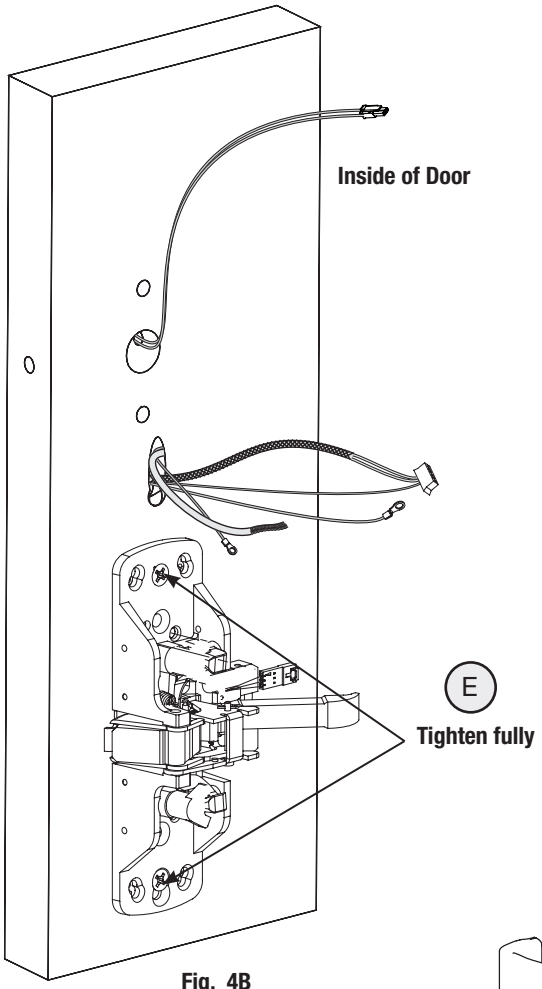

Fig. 4B
E. Fully tighten (2) chassis through bolts (Fig. 4B).